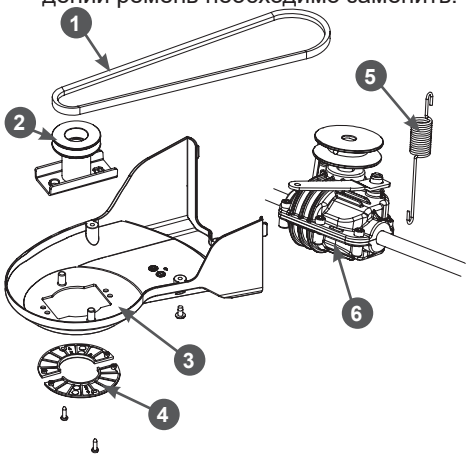

**Рис. 29. Обслуживание ремня привода хода**
5. Открутите винты крепления и снимите две защитные крышки ремня (Рис. 29).
6. Открутите винты крепления и снимите кожух защитный ремня (Рис. 29).
7. Попросите помощника нажать рычаг остановки двигателя. Медленно проворачивая коленчатый вал двигателя за нож, внимательно осмотрите ремень 1 привода хода на наличие трещин, разрывов, отслоения корда (Рис. 29). При обнаружении повреждений ремень необходимо заменить.
2. Открутите винты крепления и снимите крышки 4 защитные ремня (Рис. 29).
3. Открутите винты крепления и снимите кожух 3 защитный ремня (Рис. 29).
4. Снимите ремень 1 со шкива адаптера в сторону двигателя и снимите адаптер 2 с вала двигателя (Рис. 29).
6. Снимите ремень со шкива редуктора 6 (Рис. 29).
8. Установите новый ремень на шкив редуктора, затем установите адаптер ножа и установите ремень на шкив адаптера ножа. После этого убедитесь, что пружина 5 на месте и держит ремень в натянутом состоянии (Рис. 29).